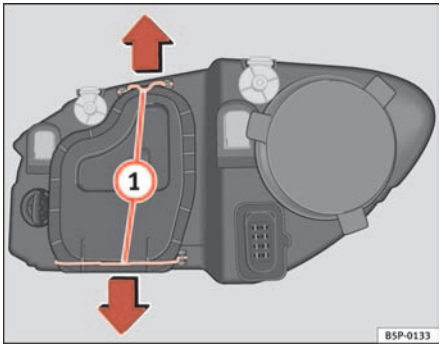

Fig. 182 Dipped head-lights
– Remove the loops ⇒ page 251, fig. 182 (1) in the direction of the arrow and remove the cover.